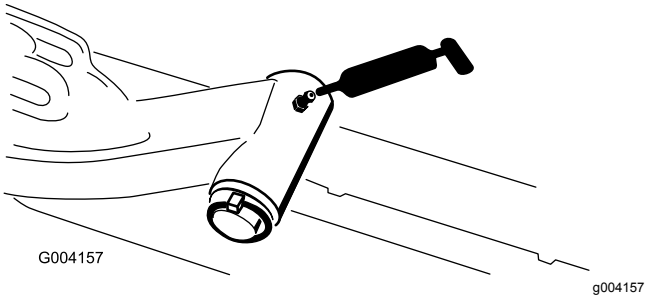

Figur 77
- Løftearmenes drejeaksel (1 hver) (Figur 77)